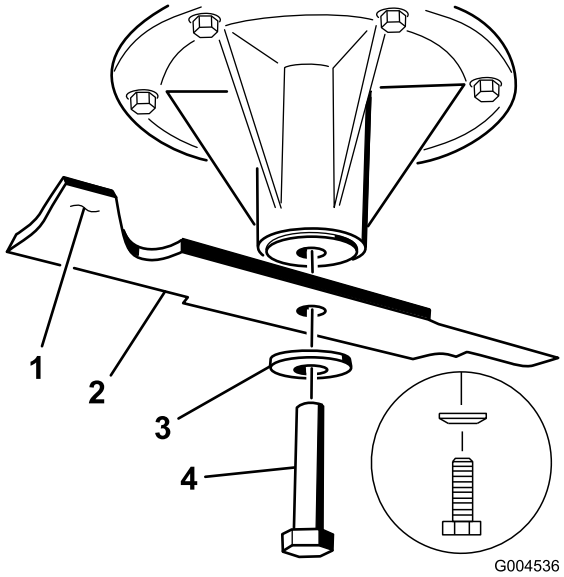
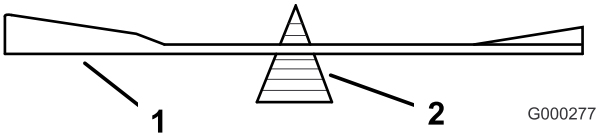

Bild 78
Bild 80
2. Entfernen Sie die Messerschraube, Wellenscheibe und das Messer von der Spindelwelle (Bild 78).
2. Überprüfen Sie die Auswuchtung des Schnittmessers auf einer Ausgleichsmaschine (Bild 80). Wenn das Schnittmesser in seiner horizontalen Position bleibt, ist es ausgewuchtet und kann wiederverwendet werden. Feilen Sie, wenn das Schnittmesser nicht ausgewuchtet ist, vom Flügelbereich des Messers etwas Metall ab (Bild 78). Wiederholen Sie diesen Vorgang, bis das Messer ausgewuchtet ist.